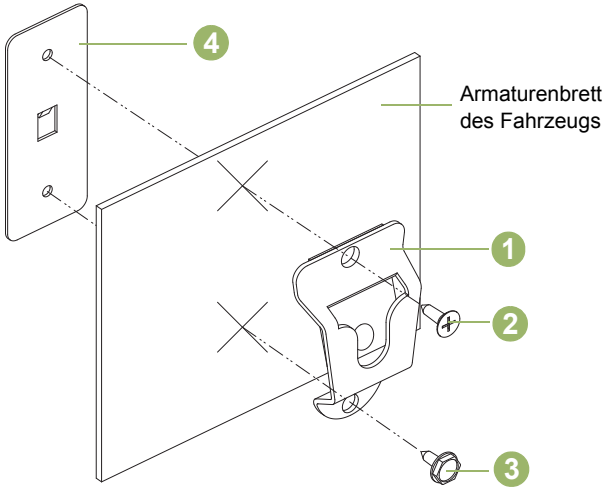

Abbildung 5.2: Befestigen der Halterung
Befestigen Sie den Aufhänge-Clip (1) gemäß Abbildung 5.2 am Fahrzeug, und verwenden Sie dazu die beiden mitgelieferten Blechschrauben und die Halteplatte. Legen Sie die Halteplatte (4) hinter das Armaturenbrett. Verwenden Sie zum Anschrauben im oberen Befestigungsloch eine Flachkopfschraube (2) und im unteren Befestigungsloch eine Sechskantschraube (3). Achten Sie darauf, dass die Befestigungsschrauben fest in die Bohrungen in der Halteplatte greifen.